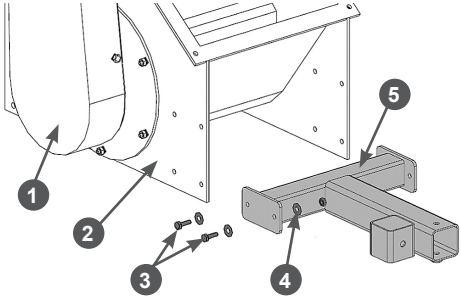

Рис. 5 Установка стойки передней опоры
2. Вставьте стойку 5 передней опоры в корпус 2 измельчителя, совместите отверстия в стойке и корпусе, и закрепите стойку с помощью болтов М8х25, шайб и гаек М8 (Рис. 5).